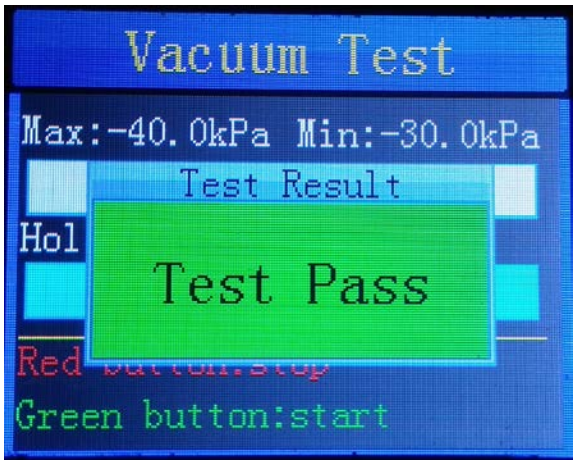
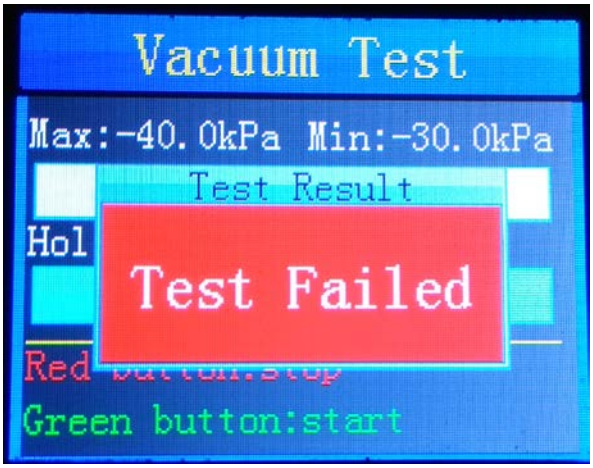

Figure 8
Figure 9
6. "**Test Pass**" will be displayed when the test passes (Figure 8) and "**Test Failed**" will be displayed when the test fails (Figure 9).